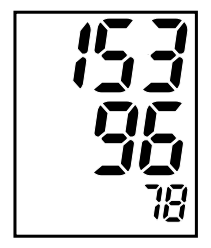
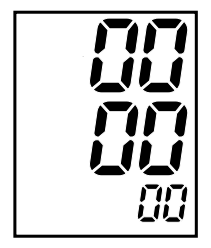

Fig. 1-1
Fig. 1-2
a. Pe ecranul LCD pentru o perioadă scurtă de timp va apărea rezultatul ultimei măsurători, stocat în memorie. A se vegea fig. 1-1. Dacă în dispozitiv nu este stocat nici un rezultat al măsurătorilor efectuate, pe ecranul LCD va apărea "0" pentru măsurarea tensiunii arteriale și pulsului. A se vedea fig. 1-2.